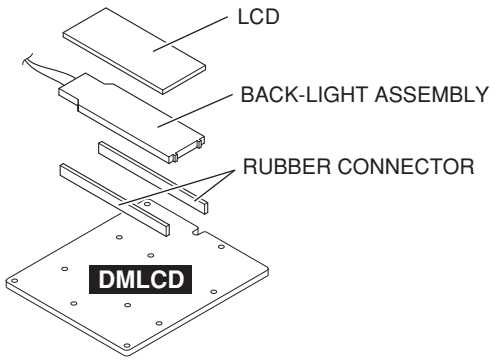

Fig.3
3. Remove the Back-light assembly. (Fig.3)
4. Remove the rubber connector. (Fig.3)
5. Remove the LCD. (Fig.3)
* ***Avoid touching the conductive part of the rubber connector as much as possible. Should foreign matter or dirt adhere, remove such contamination using adhesive tape or the like. Do not wipe off using solvents such as benzene or alcohol. (Fig.3)***